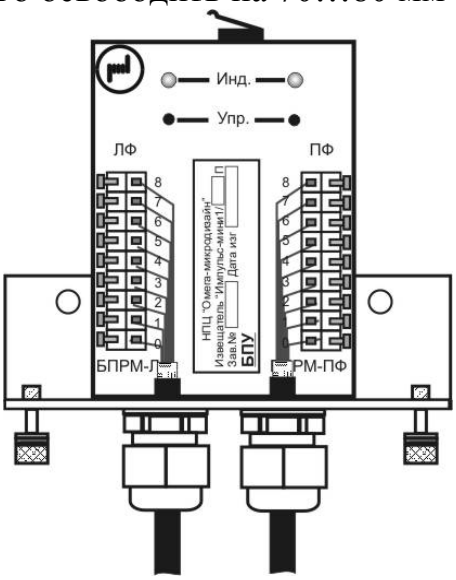

Рис. 10.25
10.4.3 Произвести ввод кабелей БП коммутационный отсек БПУ (рис. 10.25). Для чего вывернуть зажимные гайки, ввести кабели в коммутационный отсек и завернуть зажимные гайки до упора. Кабели при этом должны быть надежно зафиксированы.